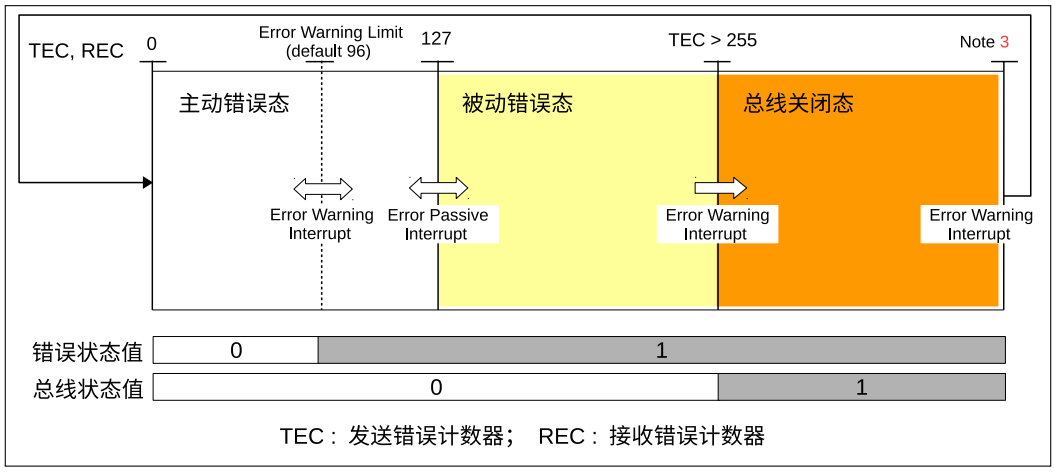

图 21-10. 错误状态变化
21.5.3 章)。下图 21-10 所示为错误状态、上述数值和状态位以及错误状态相关中断之间的关系。